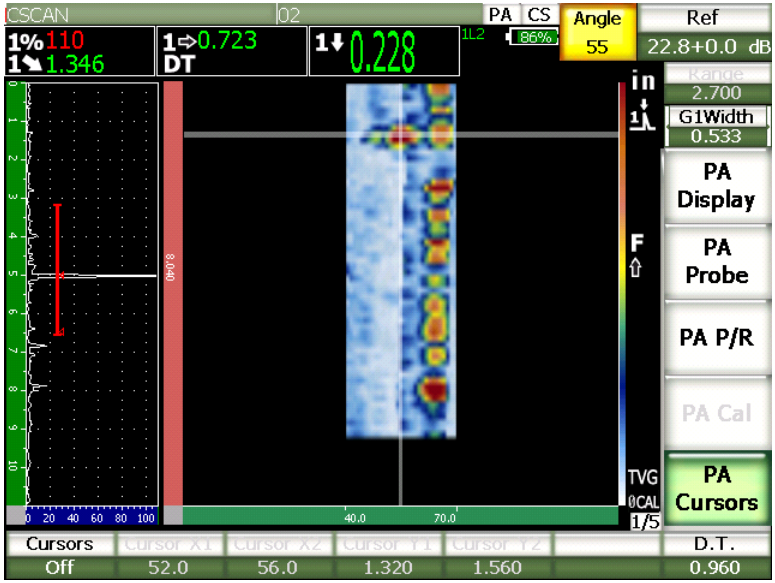

Figure 18-28 Adjusting the Angle cursor
- Press the **[ANGLE]** key (see Figure 18-28 on page 466).